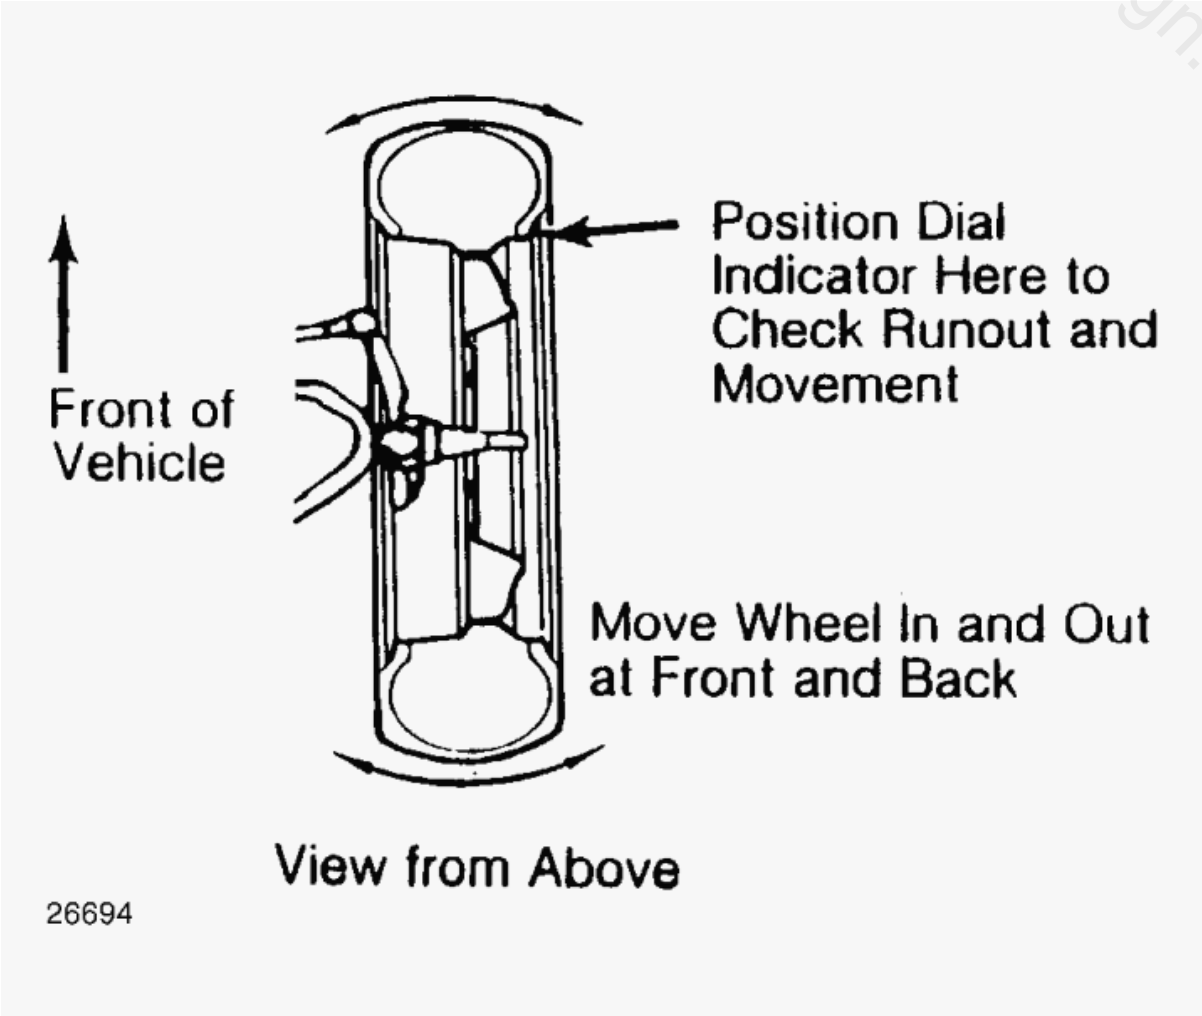

Fig. 1: Checking Steering Linkage
- Steering linkage and suspension must not have excessive play. Check for wear in tie rod ends and ball joints. Springs must not be sagging. Control arm and strut rod bushings must not have excessive play. See **Fig. 1**.